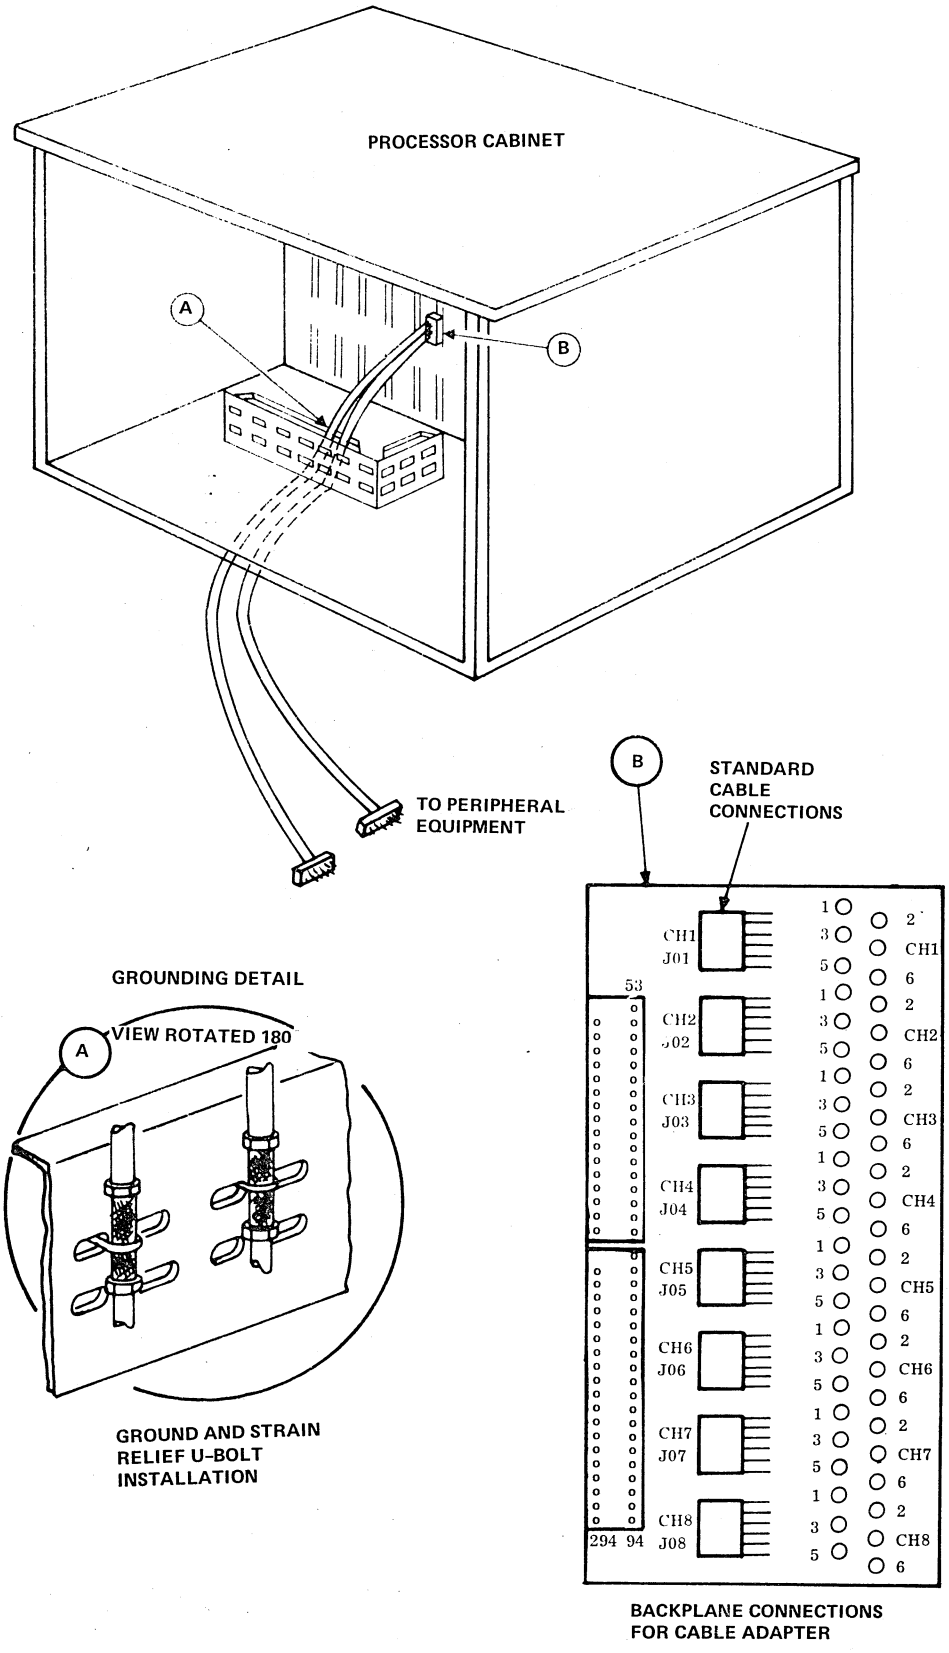

Figure 19-1. CYBER 18 Eight-Channel Communication Line Adapter Signal Cable Installation
To complete installation of the signal cables, proceed as follows. Refer to figure 19-1.
2. Connect the signal cable to the cable adapter by plugging the cable connector into the desired channel socket (refer to figure 19-1).